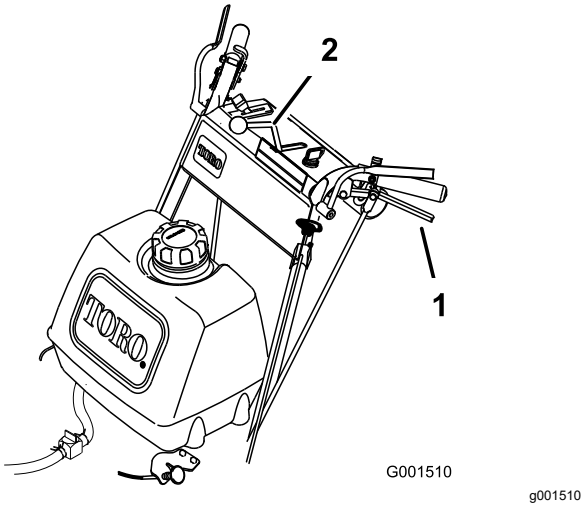

Figuur 11
4. Laat de rijhendels langzaam los om naar voren te rijden (Figuur 11).
Om rechtdoor te rijden laat u de rijhendels beide evenveel los (Figuur 11).
Om een bocht te maken, knijpt u in de rijhendel aan de kant waar u naartoe wilt draaien (Figuur 11).
Knijp langzaam de rijhendels tegen de handgreep om achteruit te rijden (Figuur 11).